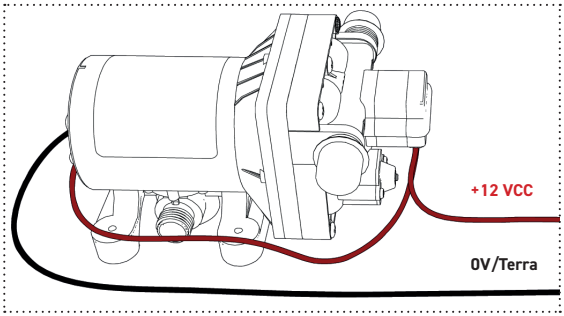

Fig. 9: Ligações elétricas
2. Utilizando os materiais preparados, ligue os dois fios de ligação à alimentação de tensão da seguinte forma (Fig. 9 e 10):